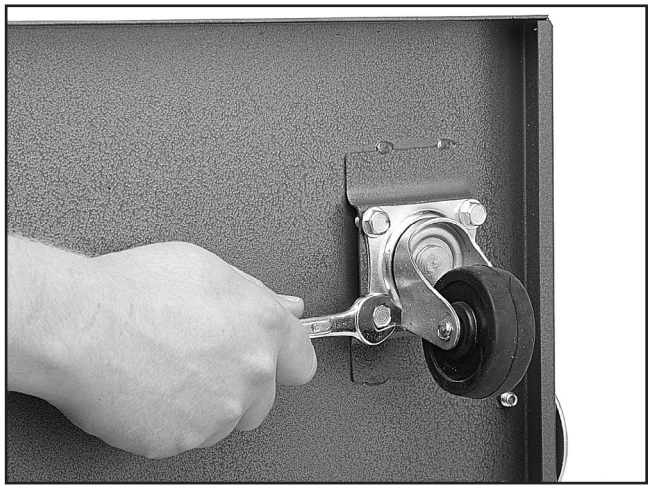

**Figure 4.** Mounting casters to base.
1. Position the base plate upside down and mount the casters to the base plate using (16) 5⁄16"-18 x ½" flange bolts, as shown in **Figure 4.**